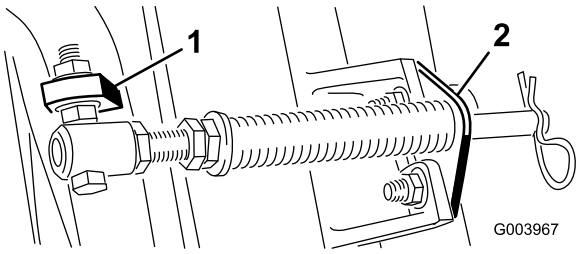

**Figura 5**
C. Monte el perno del tubo del muelle a la otra pestaña del bastidor de tiro y fíjelo con la tuerca con arandela prensada. La cabeza del perno debe colocarse en el exterior de la pestaña, según se muestra en Figura 5.
D. Monte el soporte de la varilla en las pestañas de la unidad de corte con los pernos de cuello cuadrado y las tuercas (Figura 5).